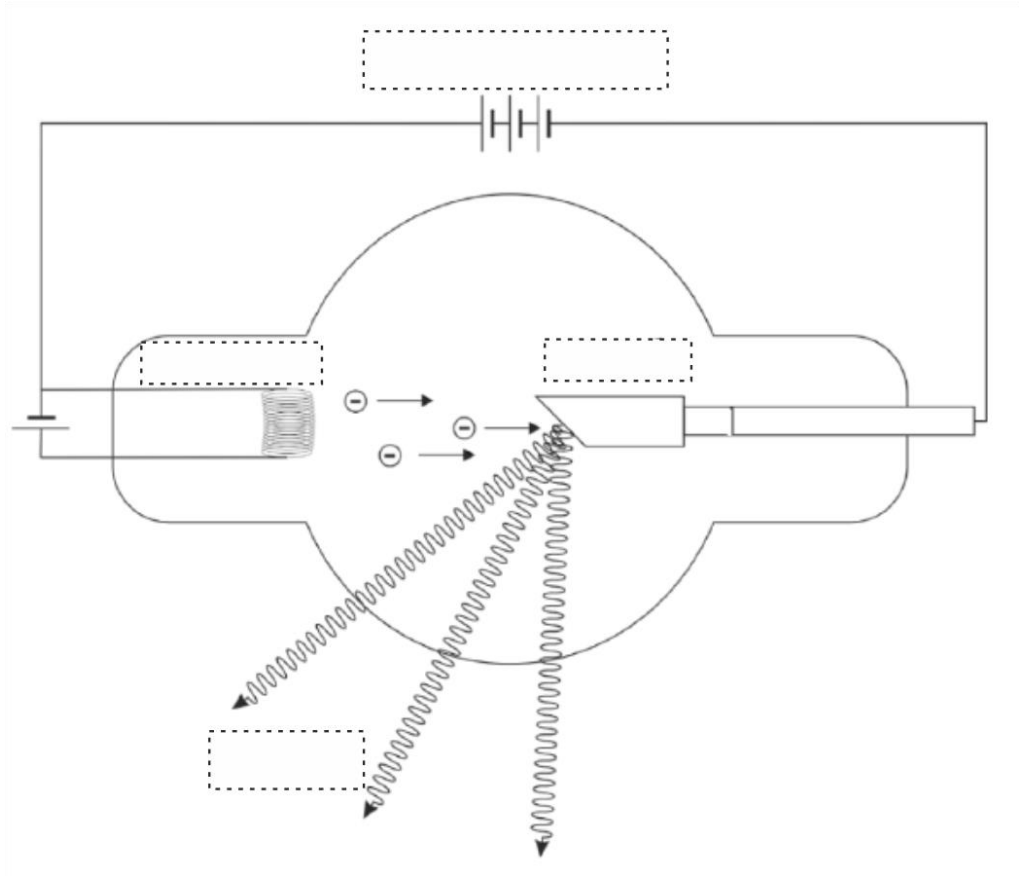

Figure 4 – Unlabelled X-ray system component [10]
1. **Name the device shown in Figure 4 and label the missing components.**
Name Figure 4……
2. **Using the components, you have labelled in Figure 4, in 4 steps describe how X-rays are produced.**